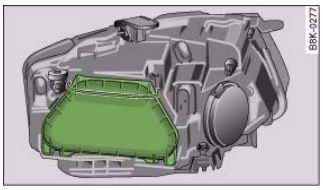

Fig. 264 Headlight unit: Cover
- Take off the cover ⇒ *page 280*, fig. 264 ⇒ ⚠ in "Changing bulbs" on *page 276*.
- Take off the cover ⇒ *page 280,* fig. 264 ⇒ *page 280* ⇒ ⚠ in "Changing bulbs" on *page 276*.